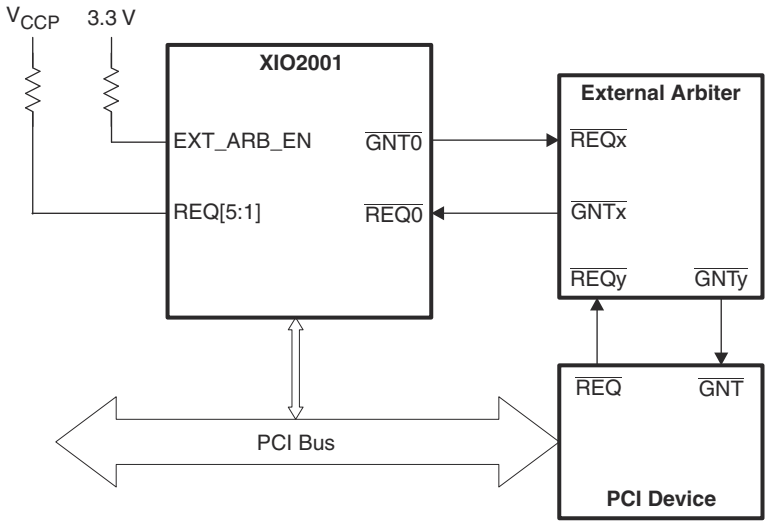

Figure 9-3. External Arbiter Connections
- The XIO2001 supports an external PCI bus arbiter. When $\overline{PERST}$ is deasserted, the logic state of the EXT_ARB_EN pin is checked. If an external arbiter is required, EXT_ARB_EN is connected to V_{DD_33}. When connecting the XIO2001 to an external arbiter, the external arbiter's REQ signal is connected to the XIO2001 0 $\overline{GNT}$ output terminal. Likewise, the $\overline{GNT}$ signal from the external arbiter is connected to the XIO2001 0 $\overline{REQ}$ input pin. Unused $\overline{REQ}$ signals on the XIO2001 should be tied together and connected to V_{CCP} through a pull-up resistor. When in external arbiter mode, all internal XIO2001 port arbitration features are disabled. Figure 9-3 illustrates the connectivity of an external arbiter.